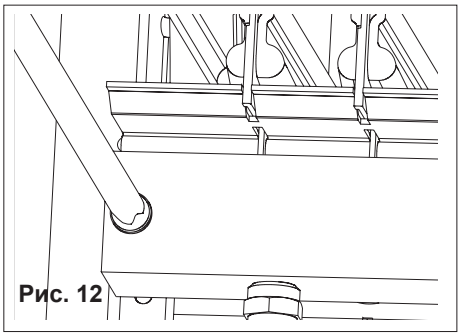

Рис. 12
- открутить винты крепления диффузора (рис. 12)